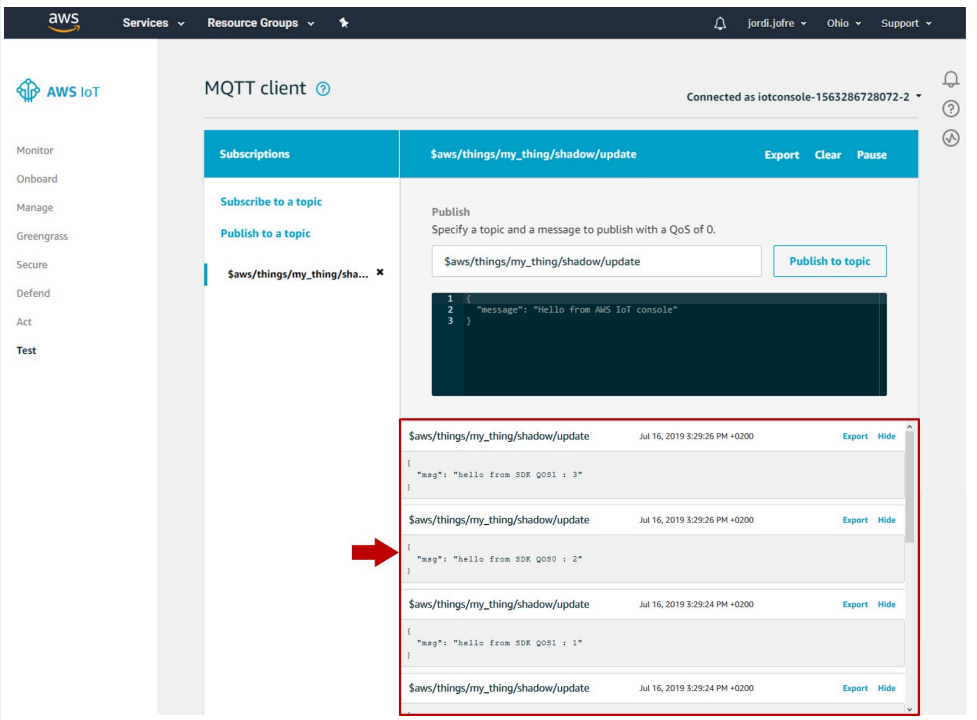

Figure 52. Device connection to AWS - Published messages in the *update* MQTT topic
c. Checking the messages published in the subscribed MQTT topic as shown in Figure 52: